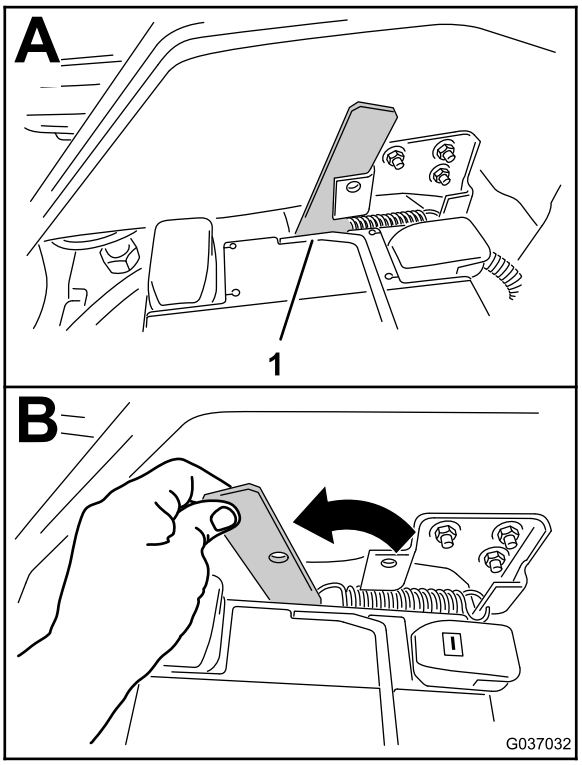

Figure 3
3. Déplacez la poignée vers l'avant pour déverrouiller la plate-forme du châssis de la machine (Figure 3).